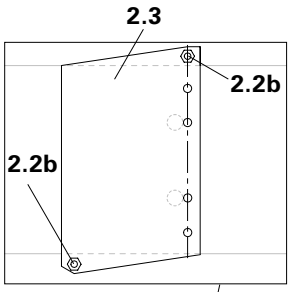
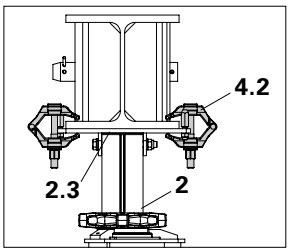

Fig. A3.05b
Fig. A3.05c
3. Secure articulated head plates (2.3) to the primary props with two Main Beam Clamps (4.2) each. (Fig. A3.05c)
4. Level main beam frame using the Head Spindles (2).
5. Spindle out the Head Spindles of the intermediate props. Fix laterally with centering bolts (2.2b). (Fig. A3.05b)